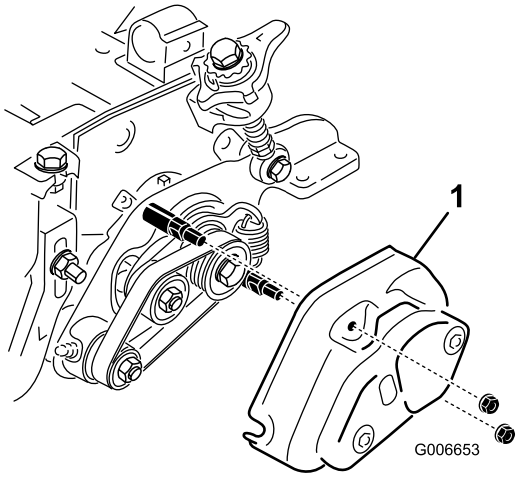

Figura 49
8. Verificate che i dadi sui carter dell'elemento grooming e della spazzola rotante (Figura 49) non siano serrati eccessivamente.